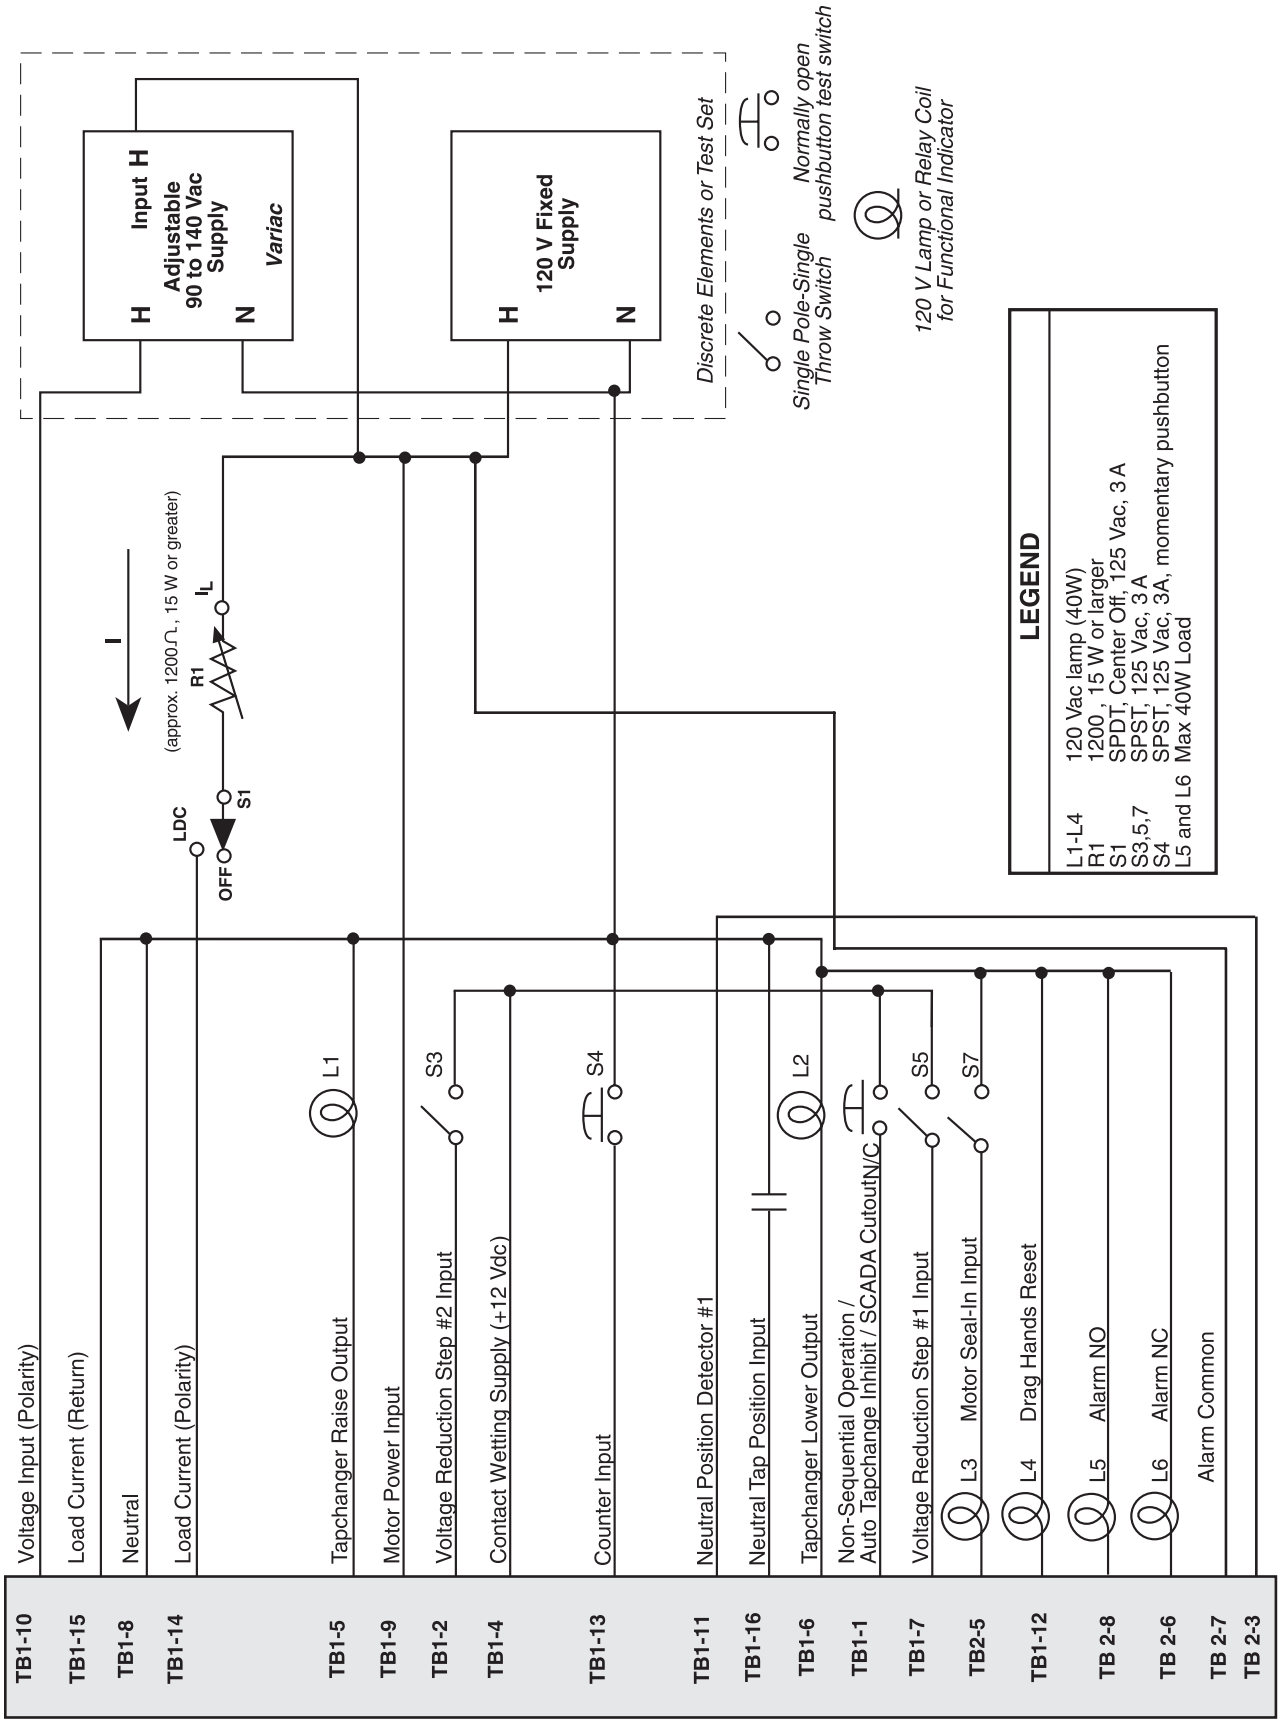

Figure 6-1 External Connections for Test Procedure
1. Make electrical connections as shown in Figure 6-1, External Connections for Test Procedure.